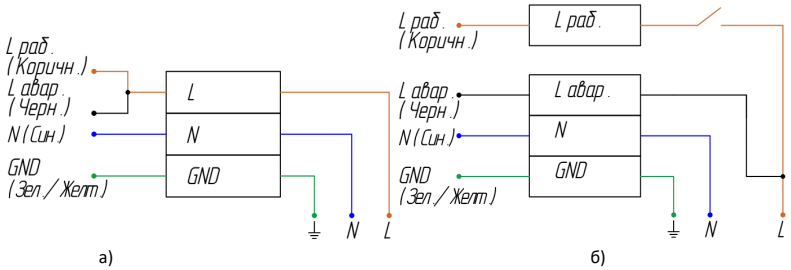

Рисунок 10 — Схема подключения аварийного светильника:
5.4.4. Если предполагается включать и выключать светильник в рабочем режиме, присоедините фазный рабочий провод (Lраб.) к клемме Lраб. через выключатель (см. рисунок 10, б). В данном случае возможно включение/отключение рабочего освещения через выключатель. В случае возникновения аварийного отключения электроэнергии светильник автоматически перейдет в аварийный режим при любом положении выключателя.
6.1.6. Если предполагается включать и выключать светильник в рабочем режиме, присоедините фазный рабочий провод (Lраб.) к клемме Lраб. через выключатель (см. рисунок 10, б). В данном случае возможно включение/отключение рабочего освещения через выключатель. В случае возникновения аварийного отключения электроэнергии светильник автоматически перейдет в аварийный режим при любом положении выключателя.
6.2.7. Если предполагается включать и выключать светильник в рабочем режиме, присоедините фазный рабочий провод (Lраб.) к клемме Lраб. через выключатель (см. рисунок 10, б). В данном случае возможно включение/отключение рабочего освещения через выключатель. В случае возникновения аварийного отключения электроэнергии светильник автоматически перейдет в аварийный режим при любом положении выключателя.